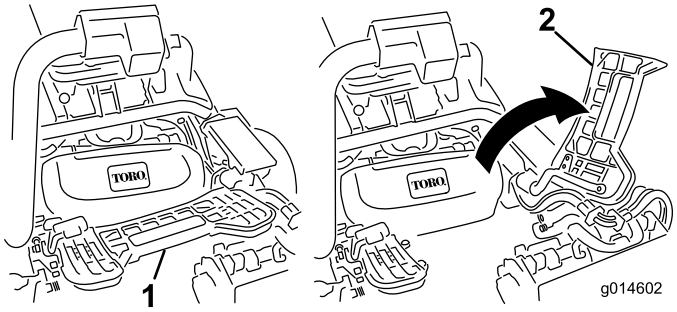

Figuur 11
3. Voor het monteren van het middelste maaidek moet u de voetsteun omhoog klappen zodat u toegang heeft tot de plaats van het middelste maaidek (Figuur 11).